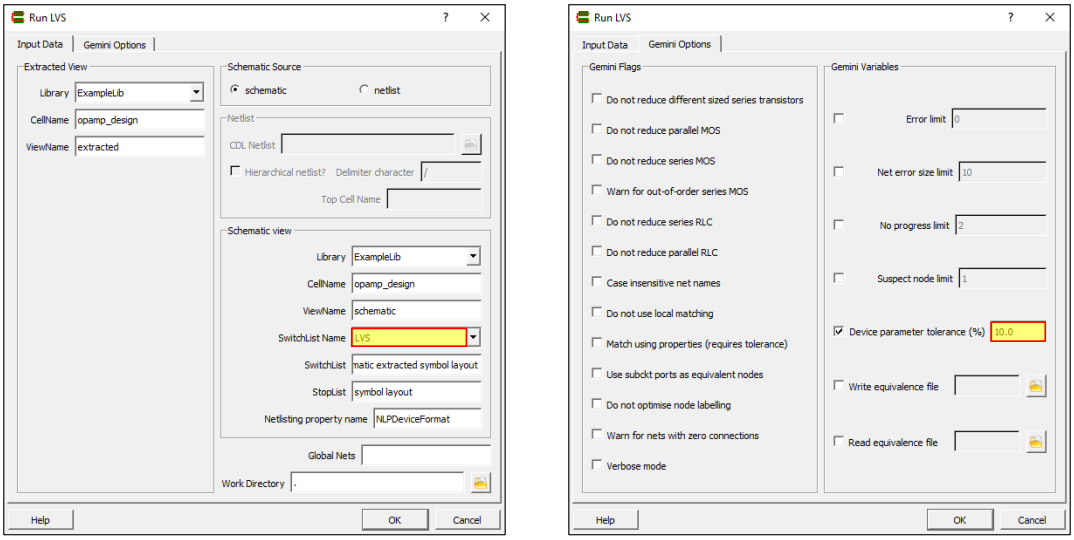

Figure 40 | Gemini configuration for the LVS verification of your `ExampleLib`→`opamp_design`→`extracted` view.
4. Configure Gemini according to Fig. 40 and run the LVS process.